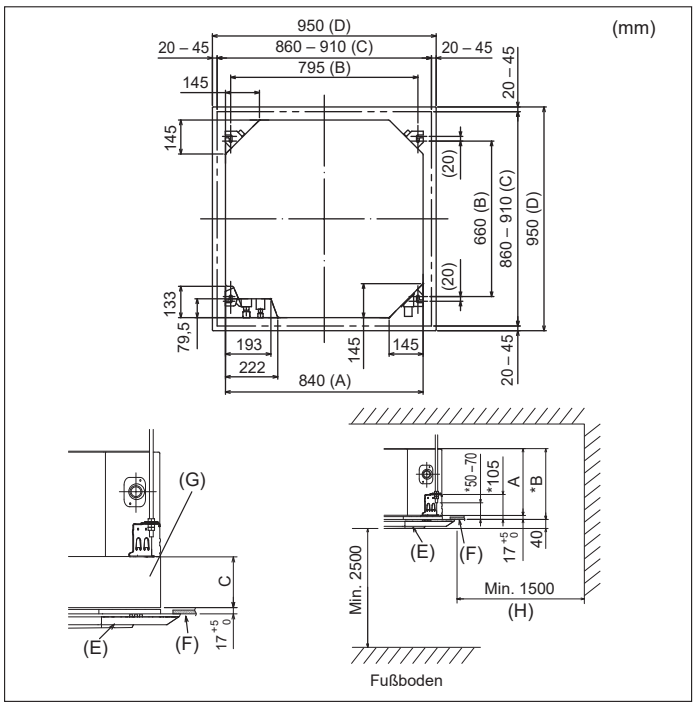

Abb. 3-2
3.2. Lage der Öffnungen in der Decke und der Befestigungsschrauben für die Aufhängung (Abb. 3-2)
* Die Abmessungen der Deckenöffnung können innerhalb des in Abb. 3-2 dargestellten Bereichs angepaßt werden. Deshalb ist die Hauptanlage in der Deckenöffnung zu zentrieren und sicherzustellen, daß die jeweils gegenüberliegenden Seiten überall den gleichen Abstand aufweisen.